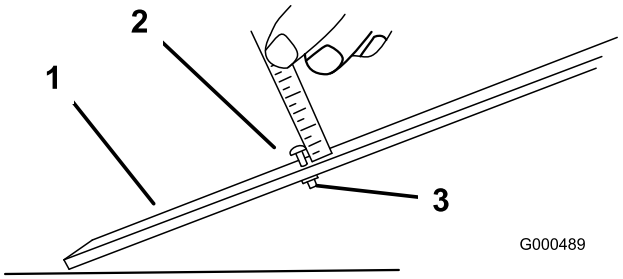

Figuur 49
3. Draai de moer op de hoogtelat los (Figuur 49) en draai de stelschroef op de gewenste maaihoogte. De afstand tussen de onderkant van de schroefkop en de lat is de maaihoogte.